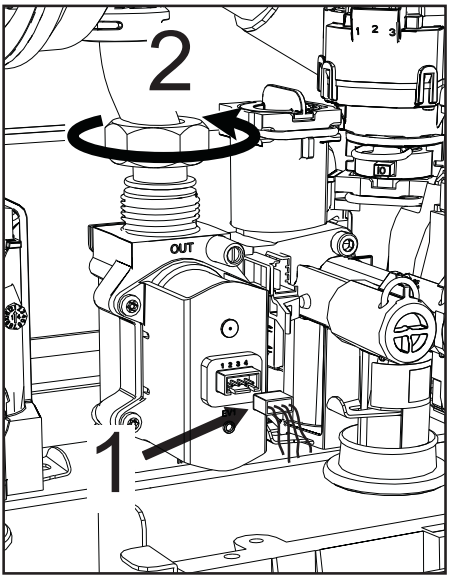

fig. 44
- Deconectaţi conectoarele electrice **„1”** (fig. 44).
- Deconectaţi furtunul de alimentare cu gaz **„2”** (fig. 44)